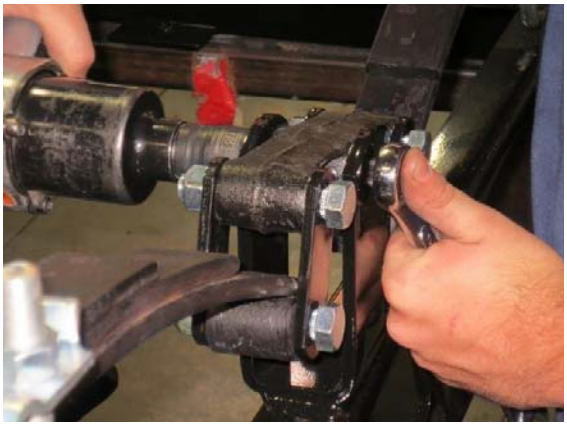

Figure 6. Loosening Axle Hex Nuts
9. Loosen ***axle hex nuts*** (P/N 29249) as shown in Figure 6.